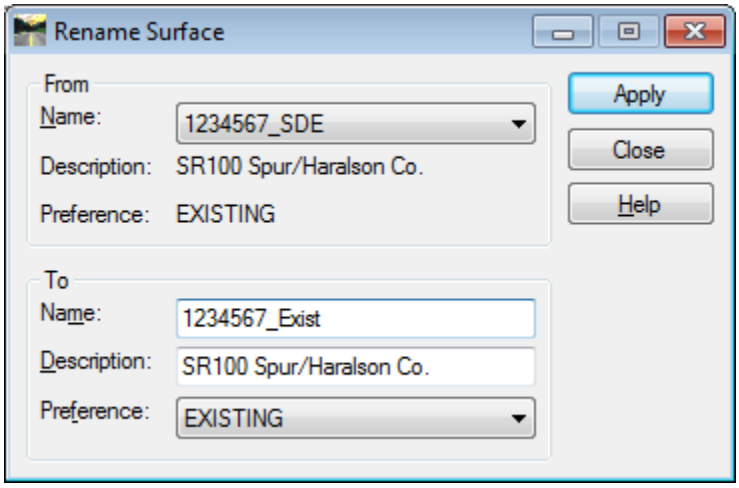
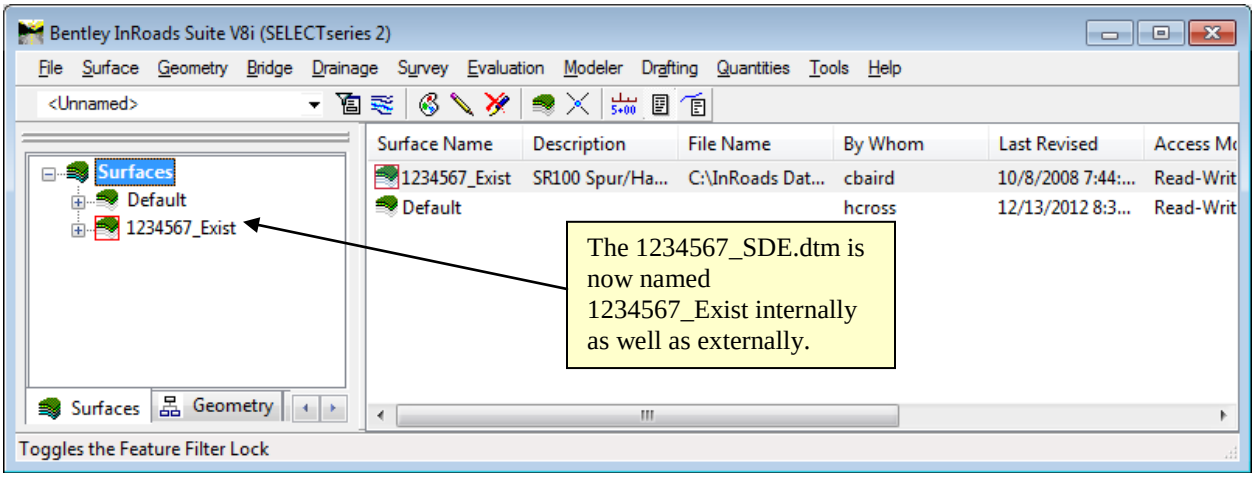

Figure L2-6 Rename Surface
Figure L2-7 Main InRoads Window
15.	**Change the Internal Project Name from 1234567_SDE to 1234567_Exist.** • Select **Surface ► Rename Surface.** The **Rename Surface** dialog opens. • In the **Rename Surface** dialog make the entries shown in *Figure L2-6*. • Click **Apply**. • Click **Close** to exit the **Rename Surface** dialog. • In the InRoads workspace bar **verify** that the Surface is now renamed **1234567_Exist** as shown in *Figure L2-7*. *The internal file is renamed to 1234567_Exist.dtm.*